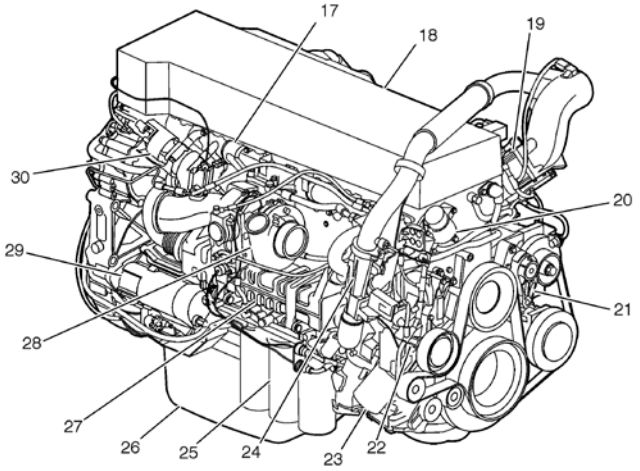

**FIGURE 1: D13H ENGINE OVERVIEW, TURBO SIDE**
3. While proceeding from under the vehicle, gain access to the starter (item 29 on FIGURE 1) on the turbocharger side (street side).